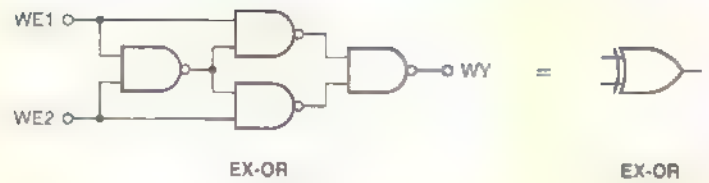

Rys. 11. Wykonanie bramki EX-OR z bramek NAND
- W "Listach od Piotra" na str. 58 w podpisie rys. 6 zamiast "instalacji alarmowej" powinno być "instalacji zapłonowej". Na str. 59 na rys. 11 zamiast I=const powinno być U=const